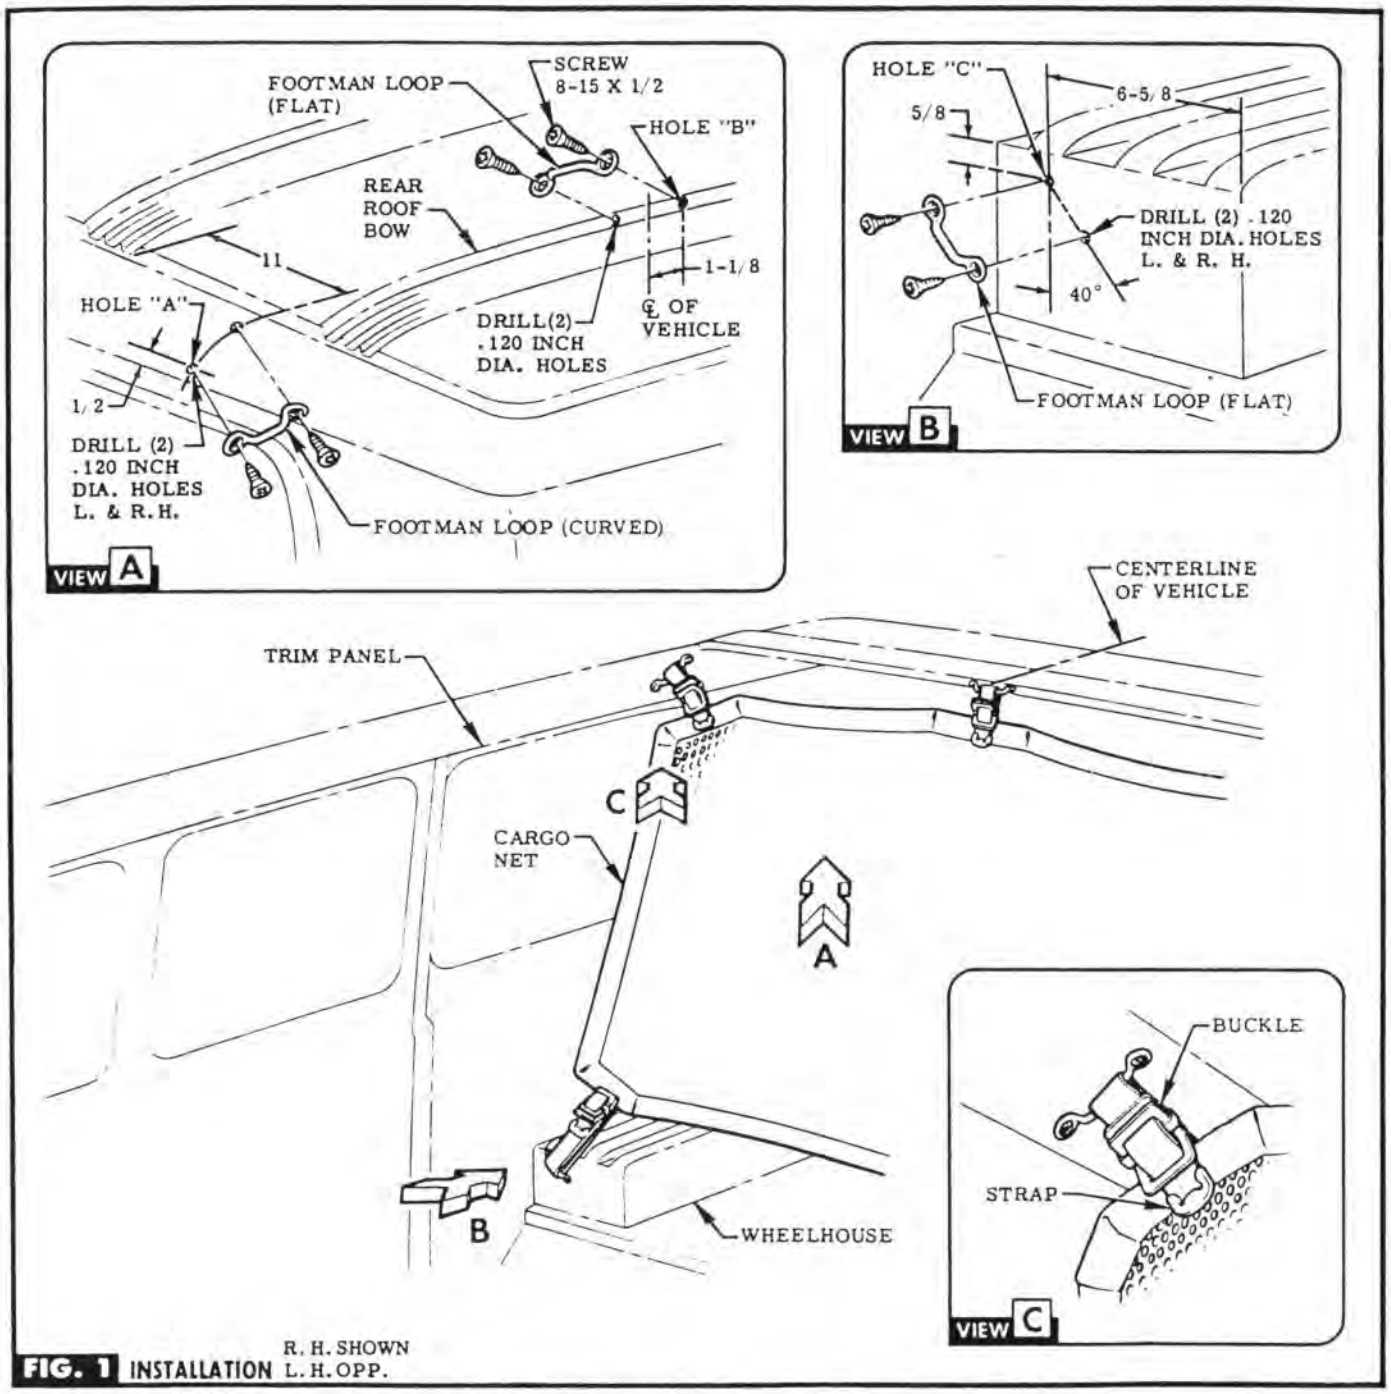

FIG. 1 INSTALLATION R. H. SHOWN L. H. OPP.
STEP 1 USING DIMENSIONS SHOWN LOCATE, CENTER PUNCH & DRILL HOLES "A", "B" & "C". FASTEN FOOTMAN LOOPS WITH SCREWS LOOSELY INSTALLED. SEE FIG. 1 & VIEWS A & B.
STEP 2 USE FOOTMAN LOOP AS TEMPLATE & DIMENSIONS SHOWN, DRILL THRU REMAINING HOLES. INSTALL REMAINING SCREWS & TIGHTEN ALL SCREWS. SEE FIG. 1 & VIEWS A & B.
STEP 3 INSTALL NET MAKING SURE BUCKLES FACE TOWARD FRONT OF VEHICLE. LOOP STRAP THRU FOOTMAN LOOP THEN THRU BUCKLE. SEE FIG. 1 & VIEW C.
CAUTION Do not tighten until all (5) buckles are fastened. Apply tension to net by taking in straps. See Fig. 1 & View C.